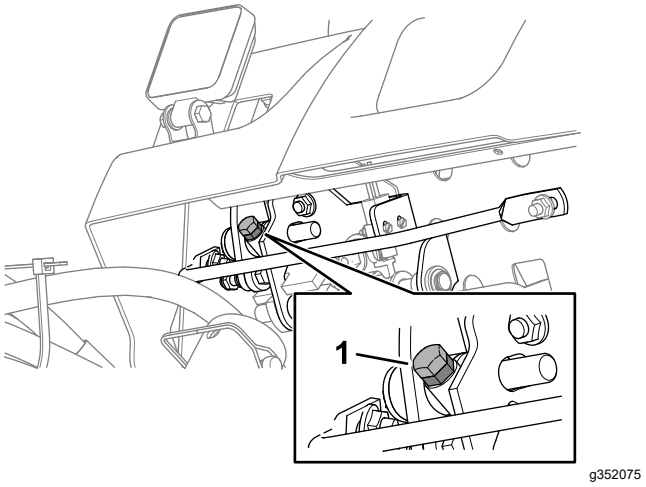

Figur 91
- Vrid anslagsskruven för hastighetsreglering (Figur 91) medurs för att minska klipphastigheten.